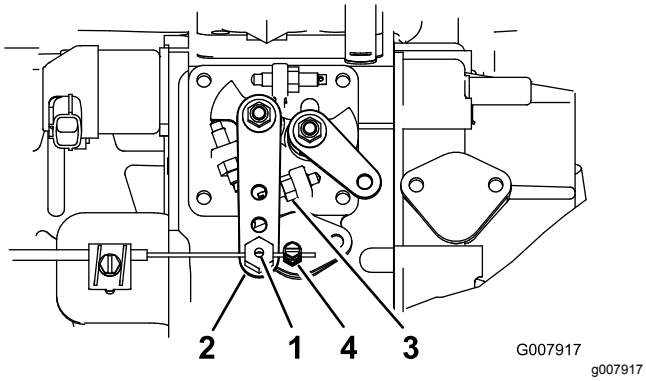

Figur 52
2. Løsn monteringsskruen til gaskablet på gashåndtagskablet ved siden af indsprøjtningspumpens løftearm (Figur 52).
3. Hold indsprøjtningspumpens vippearm mod det høje tomgangsstop (Figur 52).